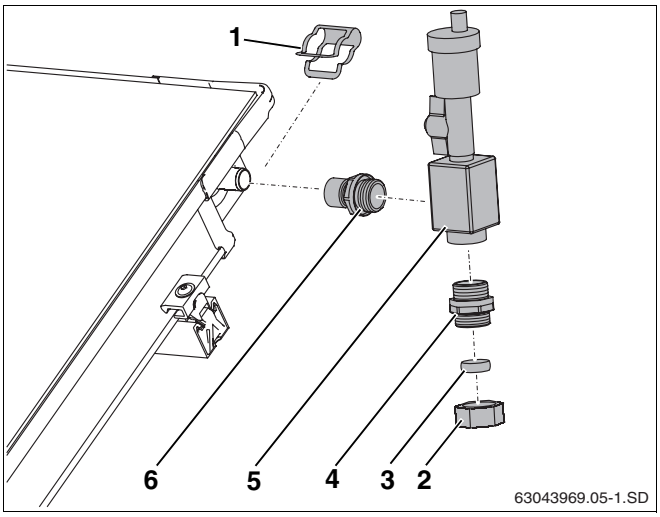

Abb. 60 Entlüfter anschließen
- Nippel (Abb. 60, **Pos. 6**) und Doppelnippel (Abb. 60, **Pos. 4**) in Lufttopf festschrauben (O-Ring-Dichtung).
- Lufttopf (Abb. 60, **Pos. 5**) mit Nippel auf Kollektoranschluss schieben und mit Klammer sichern.
- Sammelleitung an die Klemmringverschraubung (18 mm) anschließen (Abb. 60, **Pos. 2**).